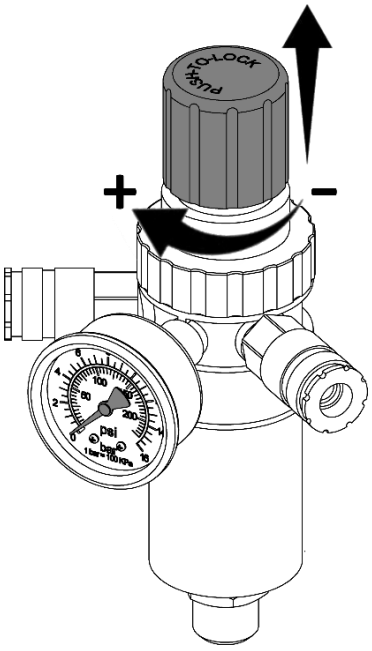

Рисунок 6
7.3.1 Настройка давления в подсоединенных пневматических инструментах регулятором давления (при его наличии) осуществляется следующим образом (см. рисунок 6):